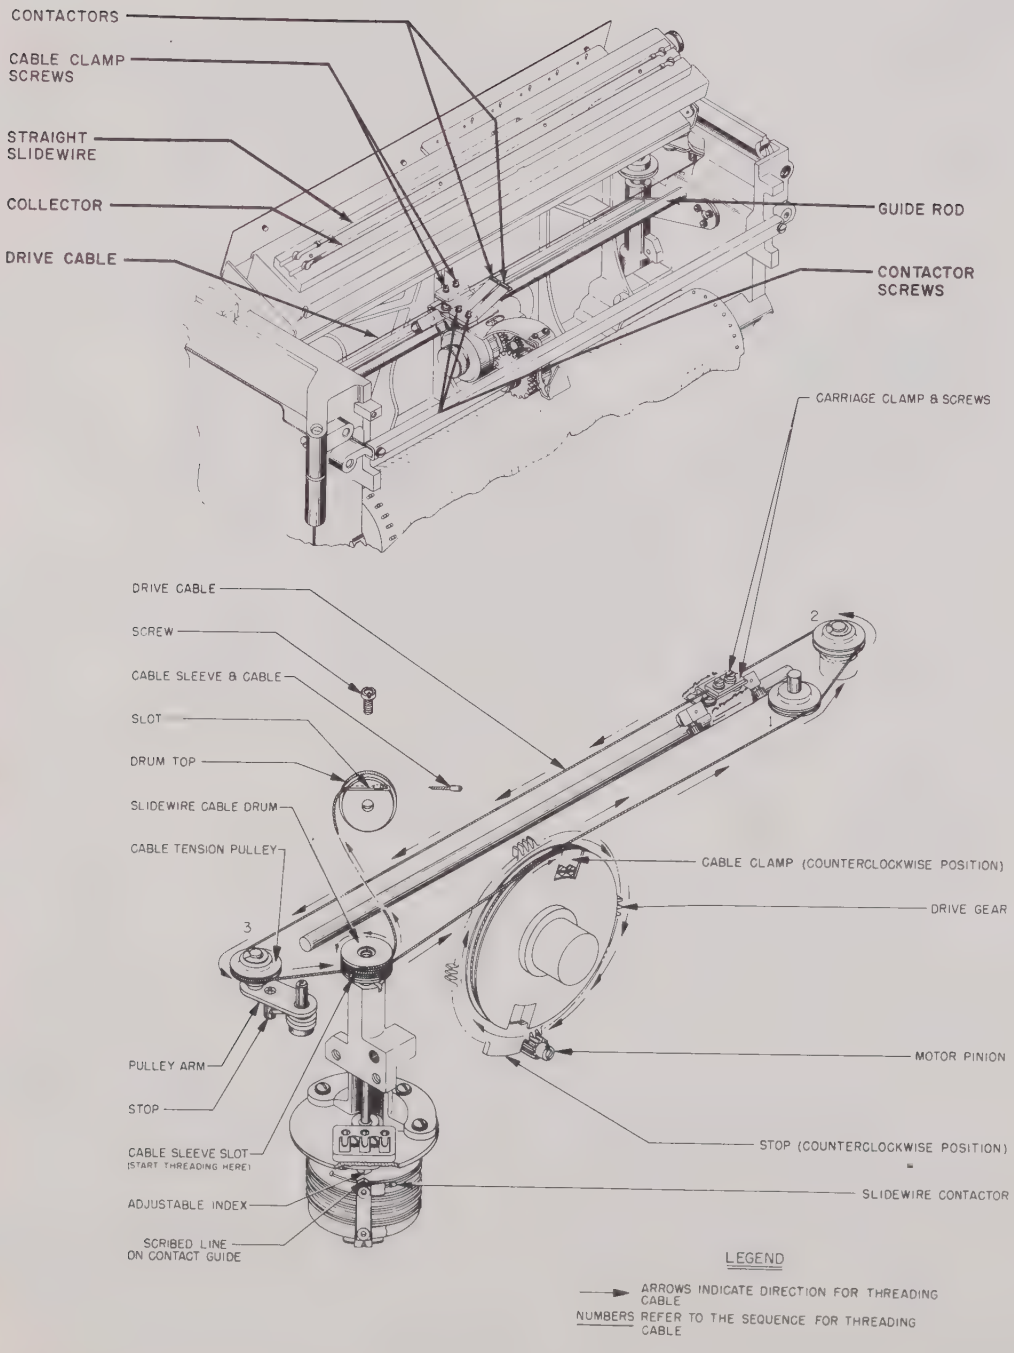

Figure 1. Installation of Slidewire
b. Loosen the drive cable clamp on the drive gear cable drum (refer to figure 1).